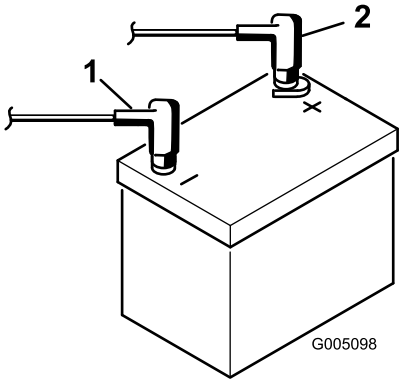

Figuur 7
8. Bevestig de pluskabel (rood) aan de pluspool (+) van de accu en vervolgens de minkabel (zwart) aan de klem van de minpool (–) van de accu en zet deze vast met behulp van de bouten en moeren (Figuur 7). Schuif het rubberen stofkapje over de pluspool om eventuele kortsluiting te voorkomen.